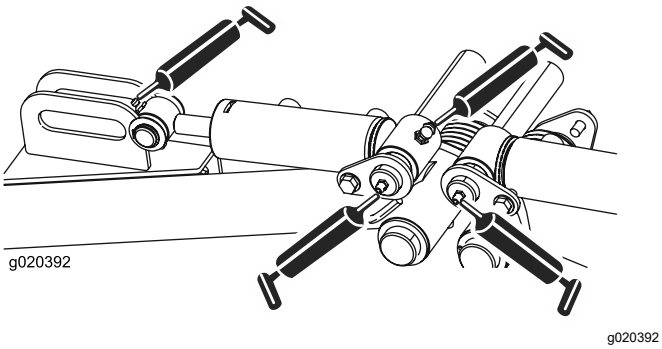

Figur 47
- Bageste løftearms drejetapper og løftecylindere (3 hver). Se Figur 47.